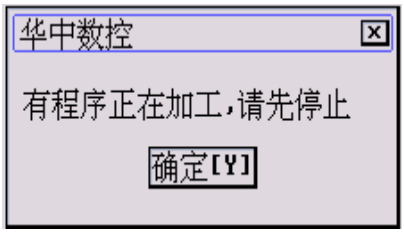

图 6.6.3 提示停止加工
(2) 按 **F4** 键保存断点之前，必须暂停程序运行，否则系统会弹出如图 6.6.3 所示对话框，提示“有程序正在加工，请先停止”。